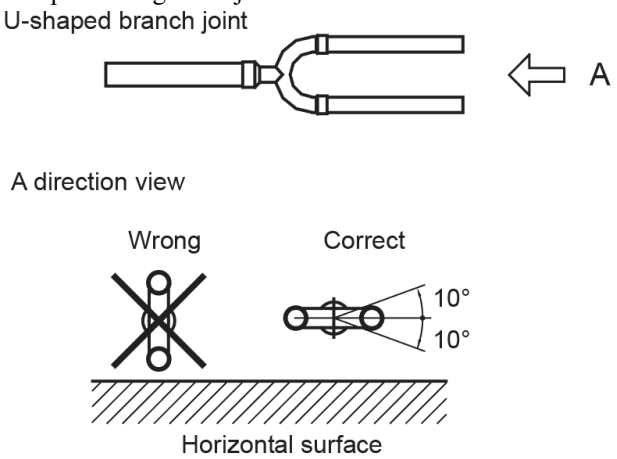

Fig. 29 —Correct Branch Joint Positioning
4. The branch joint must be installed parallel to the ground, and the angle of the joint should not be greater than 10°. Positioning the branch joint more than 10° from parallel can cause malfunctions. See Fig. 29 and 30 for correct positioning of the joint.